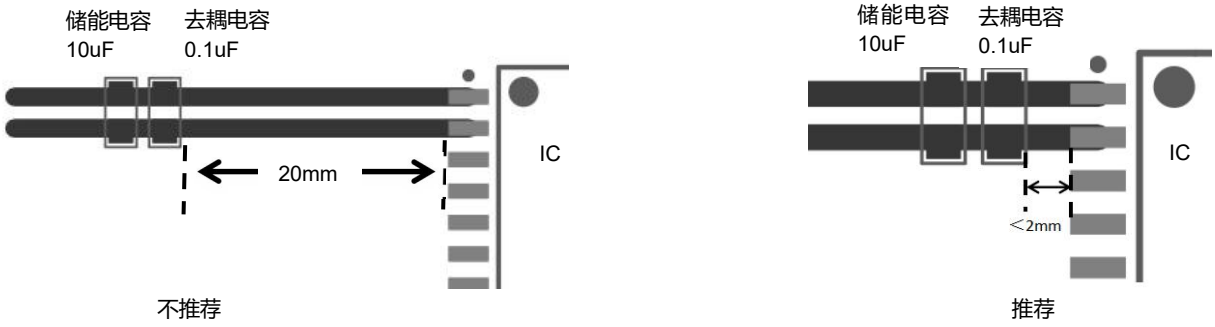

图 10-1
2、VCC 与 GND1、VISO 与 GND2 的去耦电容及储能电容应尽可能摆放在靠近芯片引脚的位置，以减少环路面积和 PCB 走线的寄生电感。一般应控制在 2mm 以内。去耦电容放在靠近芯片的位置，储能电容放在外侧。如下图 10-1 所示。